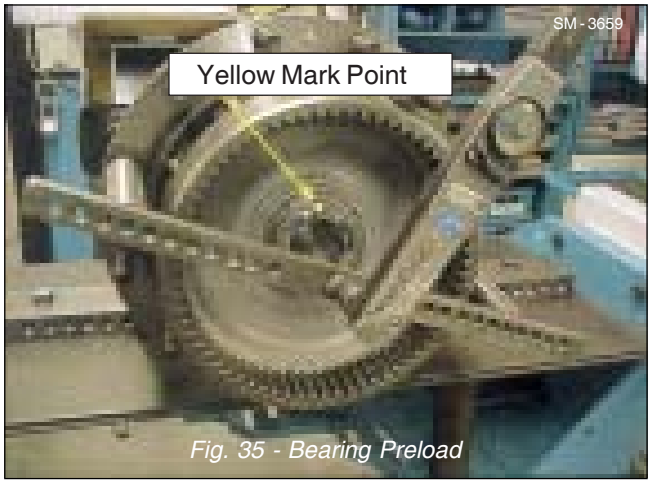

Fig. 35 - Bearing Preload
36. Once the shim (20) has been determined, this should be installed, with the slotted nut (19). The assembly should be mounted suitably in the horizontal position to allow the bearing preload to be checked.
37. Bearing (24) preload should be 50 Nm (36.9 lbf ft) and must be measured in the horizontal position. Refer to Fig. 35.
40. Once the slotted nut (19) has been secured. Mark the position of the nut with a yellow colour point. Refer to Fig. 35.